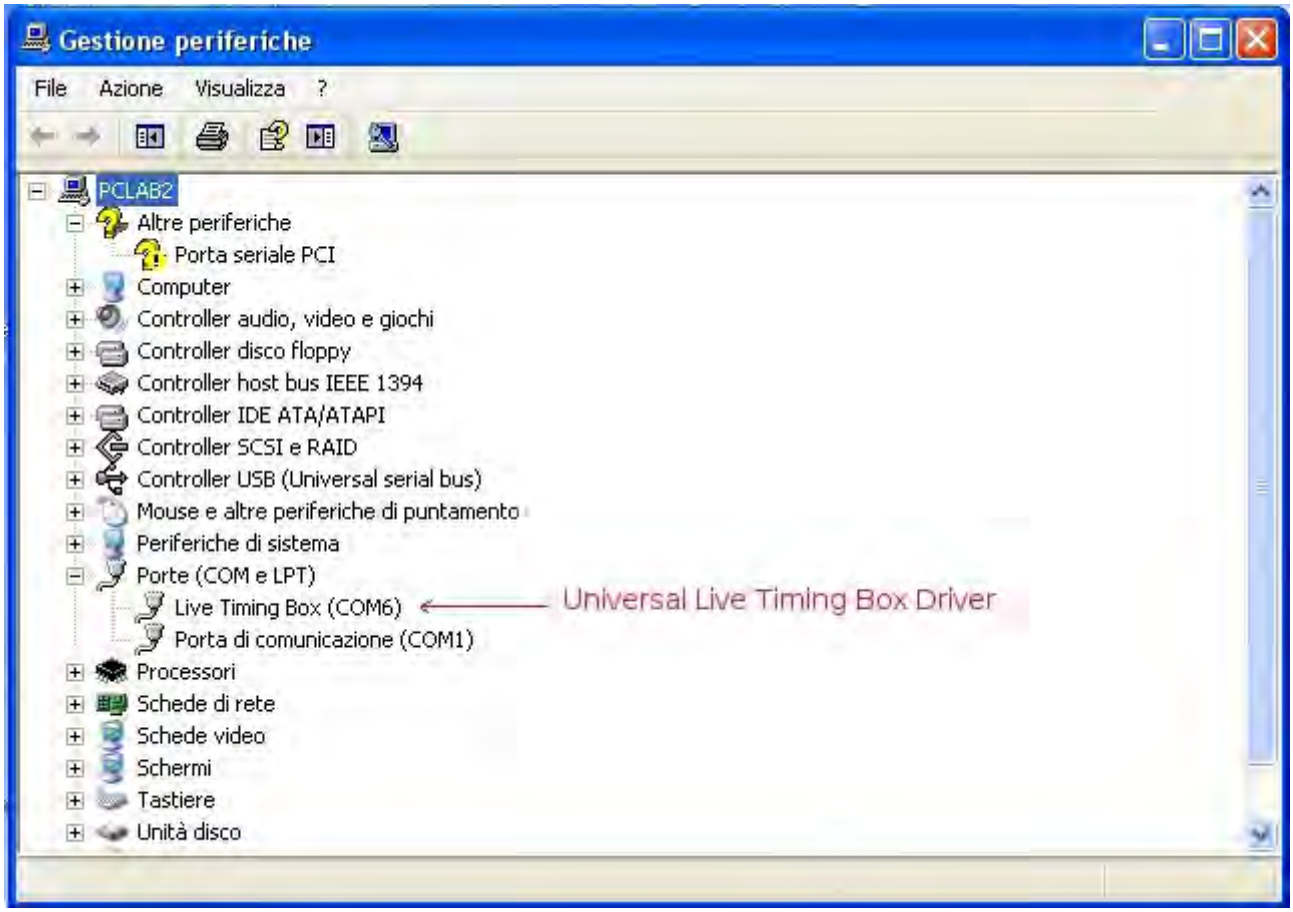

Figure 37: Live Timing Box PC Interface driver installation's result check
7. to make sure that the installation has been successful, go to the *"Device manager"* of the PC and verify that, with the *Universal Live Timing Box* connected to the PC, the devices shown in figure 37 appear.